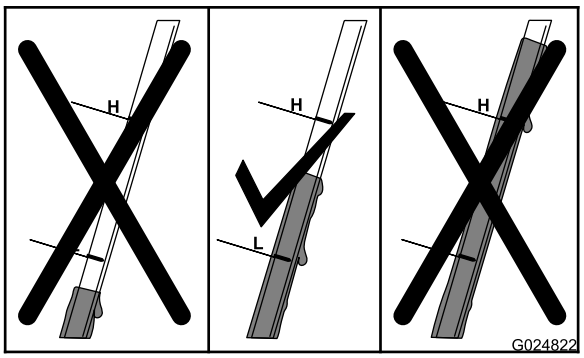

Figure 25
6. Vérifiez le niveau d'huile indiqué par la jauge (Figure 25).